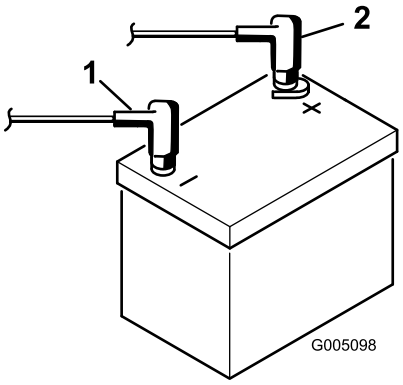

**Figur 7**
8. Slut pluskablet (rødt) til pluspolen (+) og minuskablet (sort) til minuspolen (–) på batteriet, og fastgør dem med bolte og møtrikker (Figur 7). Skyd gummikappen ind over pluspolen for at forhindre eventuel kortslutning.